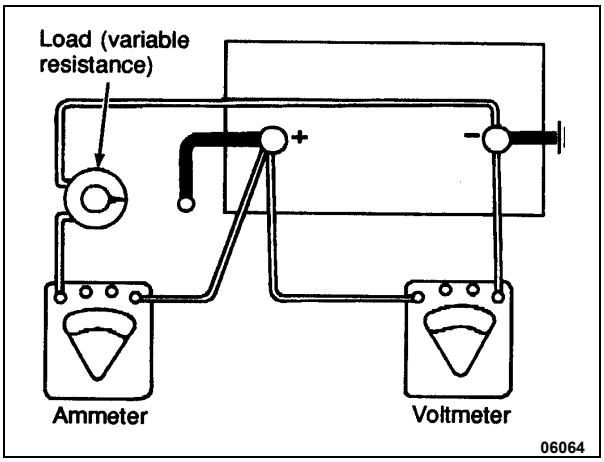

**FIGURE 13: LOAD TEST**
1. Connect a voltmeter, ammeter, and a variable load resistance as illustrated in Figure 13.